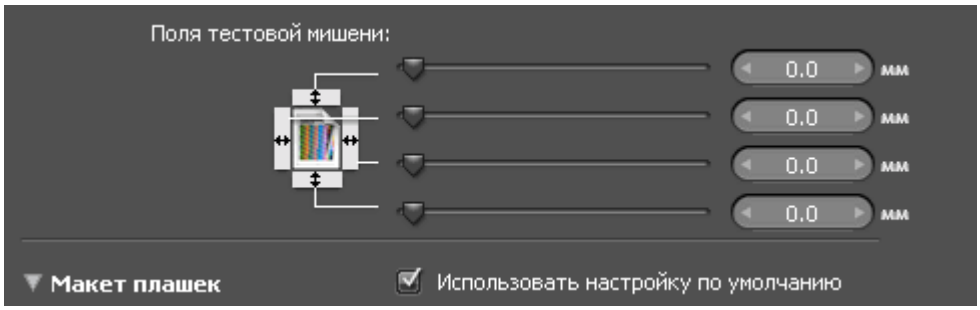

рис.5. Настройки полей и размера плашек тестовой шкалы.
5. Установите нулевые поля (отступы) шкалы, размер плашек тестформы оставьте по умолчанию *(рис.5)*: